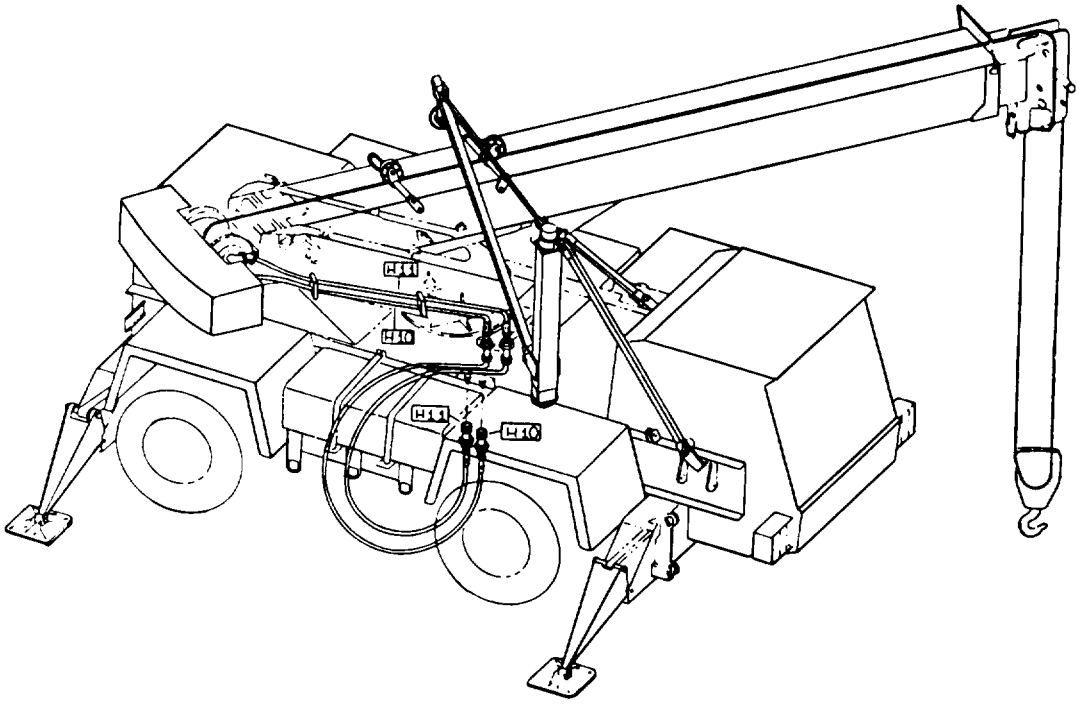

Figure 5-21 *Positioning of Mast and Lifting Arm*
1. Swing mast and lifting arm around from beside cab and position it over lifting point of boom, between toggle sheaves (Figure 5-21).